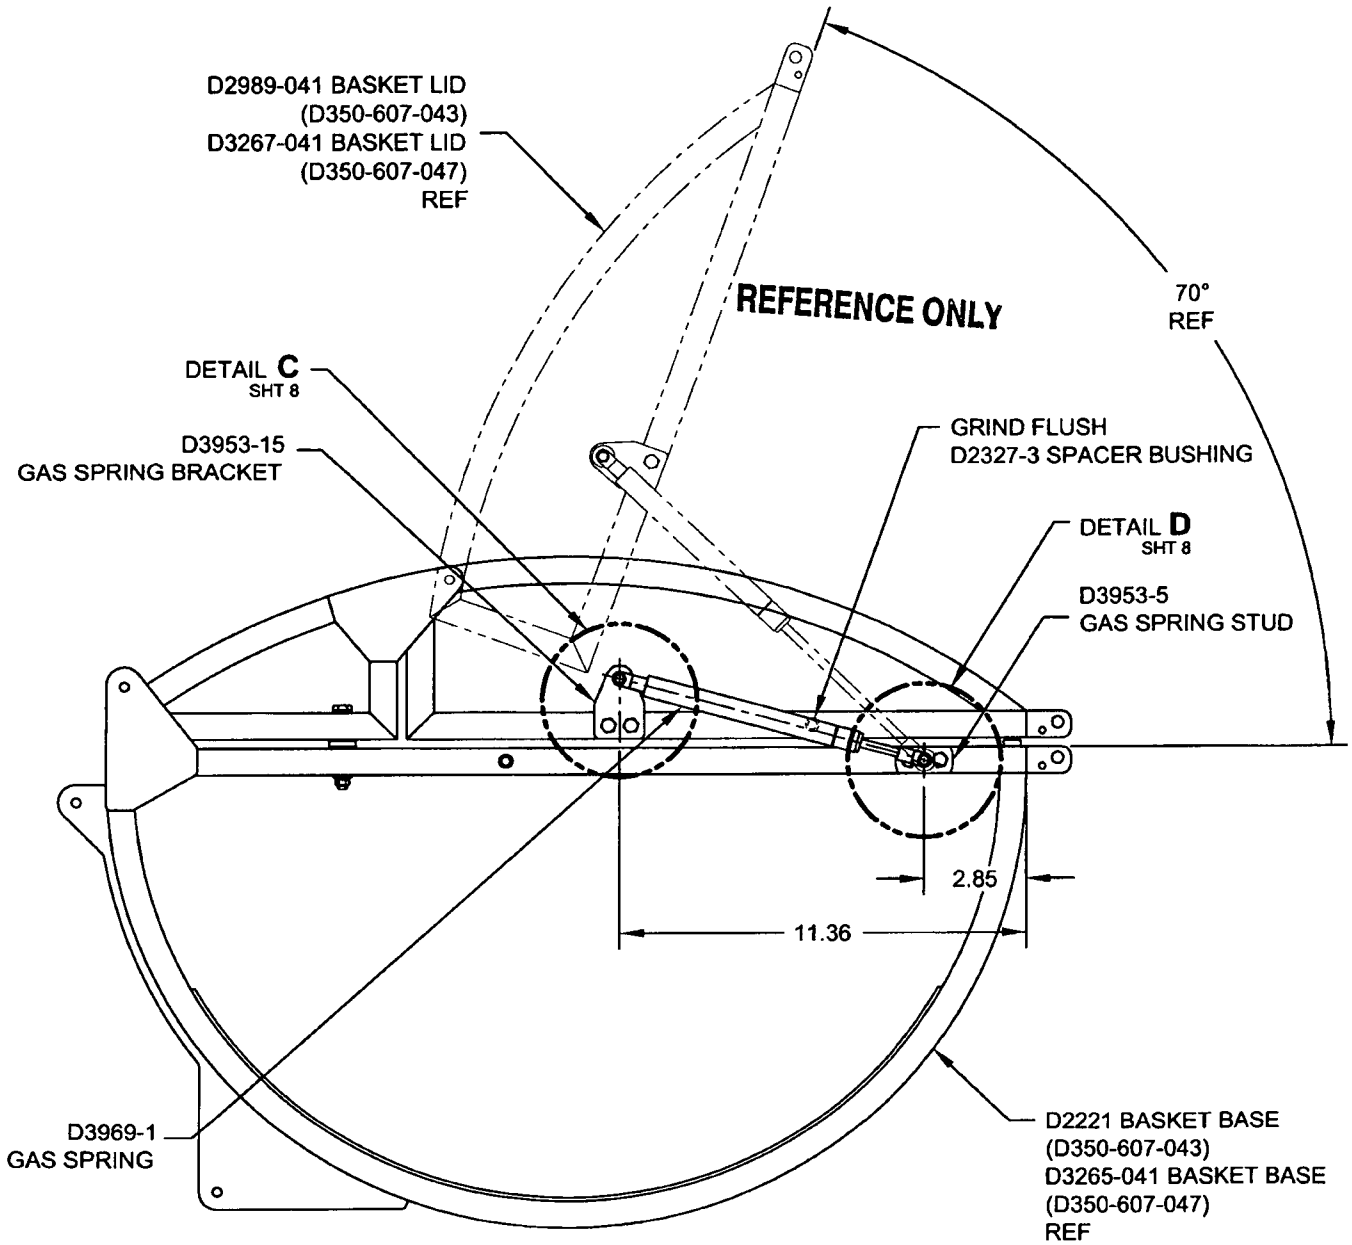

FIGURE 2
2) GRIND FLUSH THE D2327-3 SPACER BUSHING ON THE END OF THE BASKET WHERE THE LID OPENER IS BE INSTALLED AS SHOWN IN FIGURE 2 (IT IS PERMISSIBLE TO GRIND ALL 4 SPACERS FLUSH). TOUCH UP PAINT PER ICA-D350-607 REV. 0 SECTION 5.1 ITEM 4.
3) LOCATE THE D3953-15 GAS SPRING BRACKET AS SHOWN IN FIGURE 2. TRIM STEEL MESH LOCALLY AS REQUIRED. TOUCH UP PAINT PER ICA-D350-607 REV. 0 SECTION 5.1 ITEM 4. TRANSFER MARK AND DRILL 2X Ø0.194 HOLES THRU THE BASKET LID SQUARE TUBE STRUCTURE AS SHOWN IN DETAIL C. INSTALL THE D3953-15 GAS SPRING BRACKET & D3953-17 GAS SPRING SPACER USING 2X AN3C15A BOLT, 2X NAS1149C0332R WASHER & 2X MS21043-3 NUT AS SHOWN IN VIEW G-G.
4) LOCATE THE D3953-5 GAS SPRING STUD AS SHOWN IN FIGURE 2. TRIM STEEL MESH LOCALLY AS REQUIRED. TOUCH UP PAINT PER ICA-D350-607 REV. 0 SECTION 5.1 ITEM 4. TRANSFER MARK AND DRILL 2X Ø0.194 HOLES THRU THE BASKET BASE SQUARE TUBE STRUCTURE AS SHOWN IN DETAIL D. INSTALL 2X AN3C11A BOLT, 2X NAS1149C0332R WASHER & 2X MS21043-3 NUT AS SHOWN IN VIEW H-H. INSTALL THE ROD END OF THE D3969-1 GAS SPRING ONTO THE D3953-3 GAS SPRING STUD USING 1X D3953-9 GAS SPRING WASHER, 1X NAS1149C0432R WASHER, 1X AN310-4 CASTELATTED NUT & 1X MS24665-212 COTTER PIN AS SHOWN IN VIEW H-H. INSTALL COTTER PIN PER MS33540 OR AC43.13 CHAPTER 7-127.